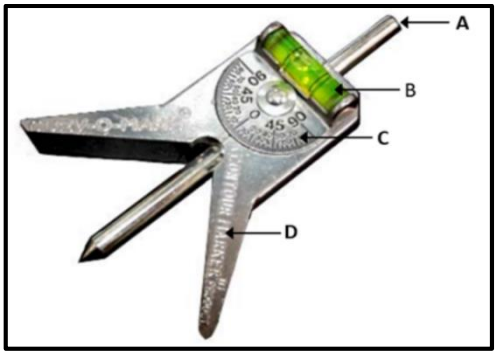

FIGUUR 2
4.2 FIGUUR 2 hier onder toon 'n buiteaansig van 'n middelpuntsoeker.
Benoem die VIER onderdele wat met die letters A–D in FIGUUR 2 hier onder aangedui is. (4)